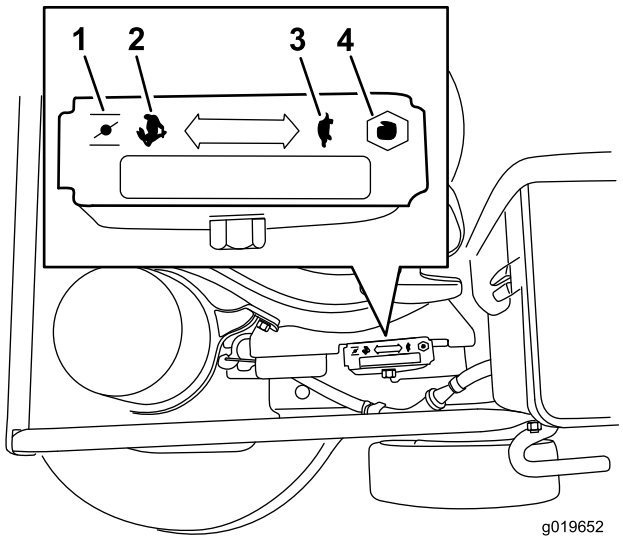

Figura 7
3. Portate il comando dell'acceleratore in posizione **Starter** (Figura 7.